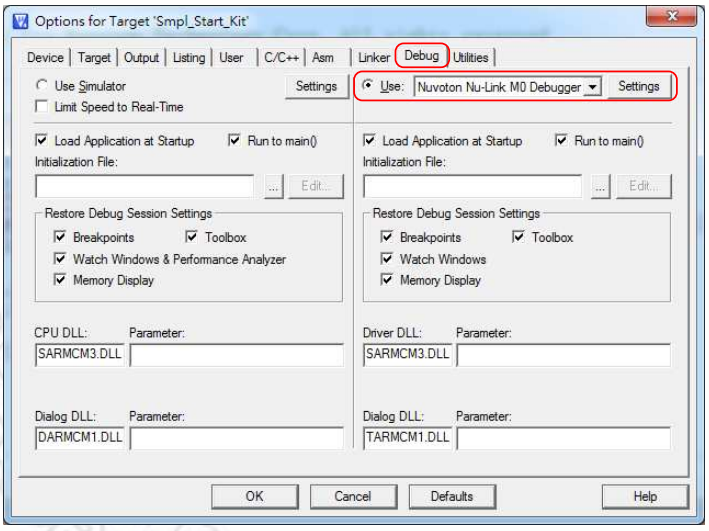

Figure 4-10 Keil RVMDK Debugger Selection
Step 4: Invoke **Project** → **Options for Target** → **Debug**, and make sure the **Use:「Nuvoton Nu-Link M0 Debugger** option is checked, as shown in Figure 4-10.